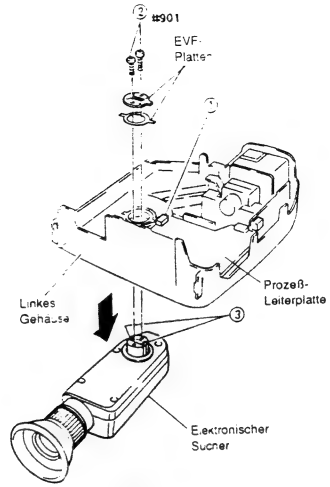

Abb. 2-24
1) Einen (1) Stecker (CN1209) auf der Prozeß-Leiterplatte abtrennen (siehe Abb. 2-24).
2) Zwei (2) Befestigungsschrauben des elektronischen Suchers (EVF) und der EVF-Platten entfernen.
3) Zwei (2) Laschen freigeben und den elektronischen Sucher (EVF) von dem linken Gehäuse in Richtung des Pfeiles entfernen.